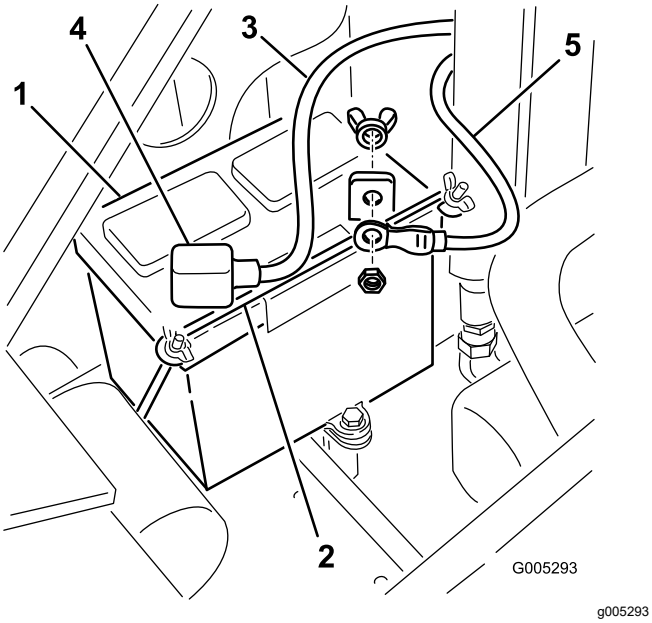

Rysunek 32
4. Usuń nakrętki skrzydełkowe i sztabę zabezpieczającą akumulator (Rysunek 32).
5. Odłącz ujemny (czarny) przewód uziemienia od bieguna akumulatora (Rysunek 32). Zachowaj wszystkie elementy mocujące.
7. Odłącz dodatni (czerwony) przewód od bieguna akumulatora (Rysunek 32). Zachowaj wszystkie elementy mocujące.
1. Za pomocą elementów mocujących zdemontowanych wcześniej podłącz dodatni (czerwony) przewód do dodatniego (+) zacisku akumulatora (Rysunek 32).
3. Za pomocą elementów mocujących zdemontowanych wcześniej podłącz ujemny przewód (czarny) do ujemnego (-) zacisku akumulatora (Rysunek 32).
4. Zamocuj akumulator przy pomocy sztaby i nakrętek motylkowych (Rysunek 32).